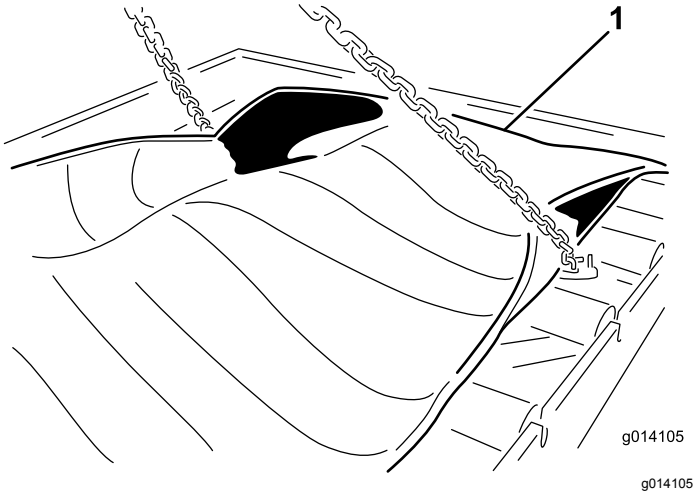

Figur 60
23. Fjern (de 24) boltene for å løsne innsatsen (Figur 60).